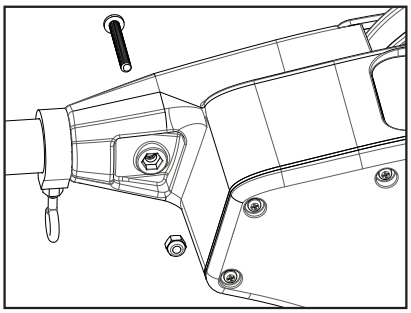

Figure 5
4. Retirez le boulon 1/4-20 x 2 po (5 cm) et le contre-écrou de nylon 1/4-20 du sac de quincaillerie fourni. Insérez le contre-écrou de nylon 1/4-20 dans le cadre (du côté du moteur) et insérez ensuite le boulon 1/4-20 x 2 po (5 cm) dans le nez du cadre, du côté du moulinet. (Figure 5)